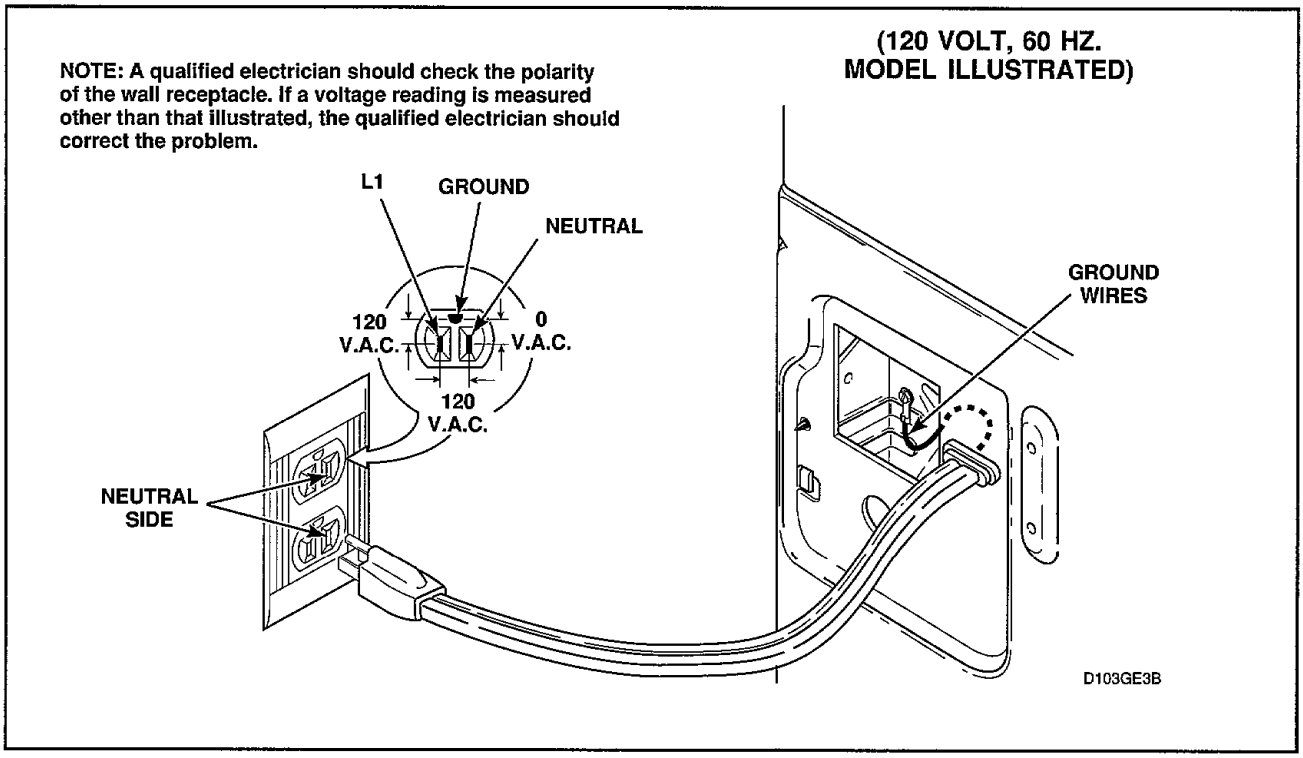

Figure 45
(1) Remove access plate on rear of cabinet.
(2) Remove strain relief.
(3) Remove screw holding power cord ground wire to rear bulkhead, *Figure 45.*